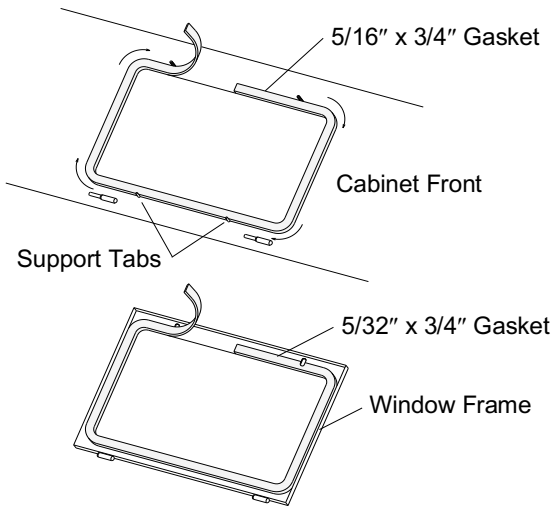

Figure 34
### 7.6 Window-Gasket Replacement – Figure 34
**7.6.4** Peel a short section of adhesive backing from the 5/16″-thick strip gasket and adhere the gasket to the center of the top edge of the window opening, as shown in Figure 34. Peel additional backing as needed and work the strip around the radius of each corner, pressing it firmly to bond. Trim the gasket to fit and compress the ends to seal.